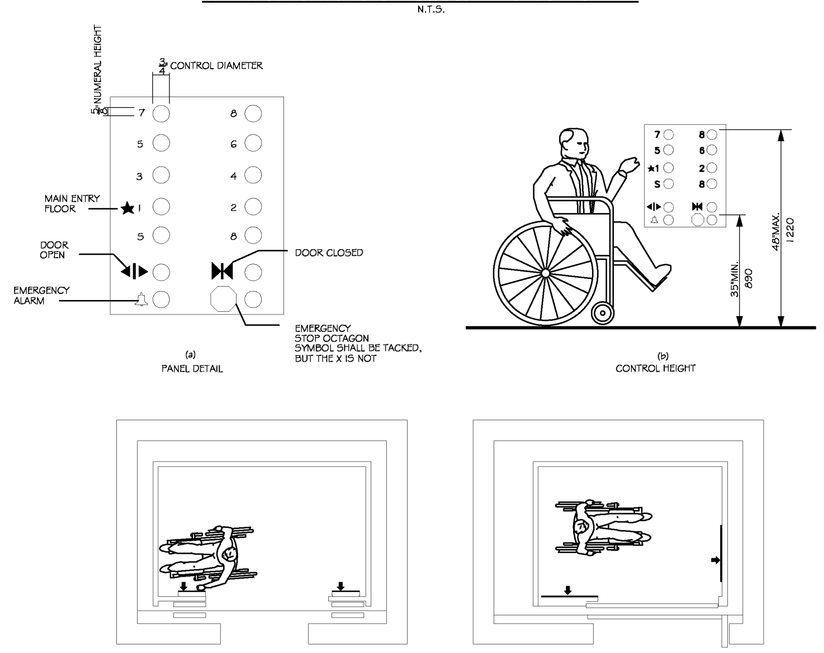

FIG. 23
(1) BUTTONS. ALL CONTROL BUTTONS SHALL BE AT LEAST 3/4" (19mm) IN THEIR SMALLEST DIMENSION. THEY SHALL BE RAISED OR FLUSH.
(2) TACTILE, BRAILLE, AND VISUAL CONTROL INDICATORS. ALL CONTROL BUTTONS SHALL BE DESIGNATED BY BRAILLE AND BY RAISED STANDARD ALPHABET CHARACTERS FOR LETTERS, ARABIC CHARACTERS FOR NUMERALS, OR STANDARD SYMBOLS AS SHOWN IN FIG. 23(a), AND AS REQUIRED IN ASME A17.1-1990. RAISED AND BRAILLE CHARACTERS AND SYMBOLS SHALL COMPLY WITH 4.30. THE CALL BUTTON FOR THE MAIN ENTRY FLOOR SHALL BE DESIGNATED BY A RAISED STAR AT THE LEFT OF THE FLOOR DESIGNATION (SEE FIG. 23(a)). ALL RAISED DESIGNATIONS FOR CONTROL BUTTONS SHALL BE PLACED IMMEDIATELY TO THE LEFT OF THE BUTTON TO WHICH THEY APPLY. APPLIED PLATES, PERMANENTLY ATTACHED, ARE AN ACCEPTABLE MEANS TO PROVIDE RAISED CONTROL DESIGNATIONS. FLOOR BUTTONS SHALL BE PROVIDED WITH VISUAL INDICATORS TO SHOW WHEN EACH CALL IS REGISTERED. THE VISUAL INDICATORS SHALL BE EXTINGUISHED WHEN EACH CALL IS ANSWERED.
(3) HEIGHT. ALL FLOOR BUTTONS SHALL BE NO HIGHER THAN 54" (1370mm) ABOVE THE FINISH FLOOR FOR SIDE APPROACH AND 48" (1220mm) FOR FRONT APPROACH. EMERGENCY CONTROLS, INCLUDING THE EMERGENCY ALARM AND EMERGENCY STOP, SHALL BE GROUPED AT THE BOTTOM OF THE PANEL AND SHALL HAVE THEIR CENTERLINES NO LESS THAN 35" (890mm) ABOVE THE FINISH FLOOR (SEE FIG. 23(a) & (b)).
(4) LOCATION. CONTROLS SHALL BE LOCATED ON A FRONT WALL IF CARS HAVE CENTER OPENING DOORS, AND AT THE SIDE WALL OR AT THE FRONT WALL NEXT TO THE DOOR IF CARS HAVE SIDE OPENING DOORS (SEE FIG. 23(c) & (d)).